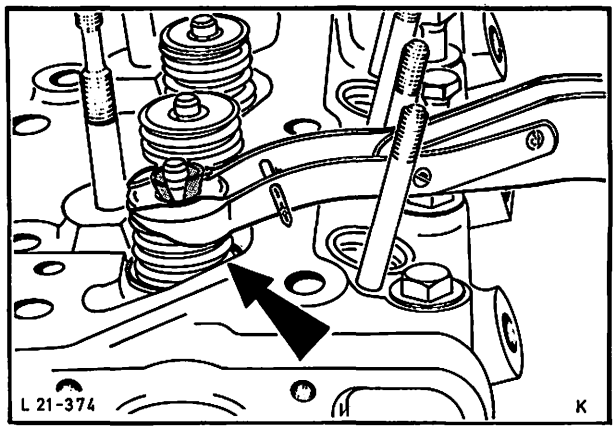

Abb. 125 Ventilkeile montieren
13. Ventilfedern und -teller aufsetzen, mit Ventilfederspanner zusammendrücken und Ventilkeile montieren, Abb. 125.